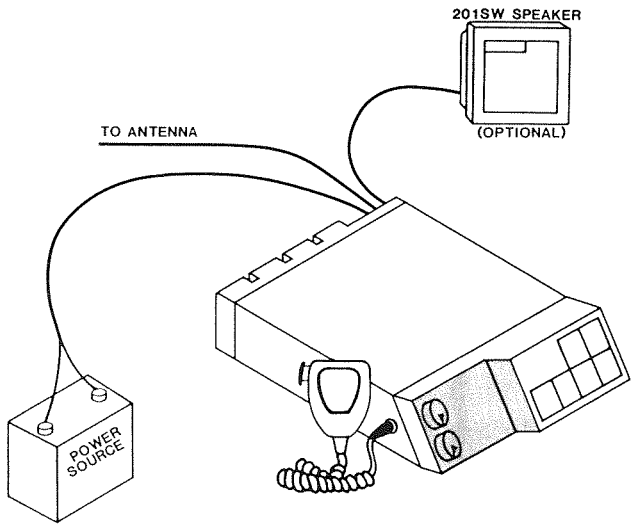

Figure 2. GX3000V Installation Interconnections
7. At the rear of the transceiver, connect the antenna cable to the antenna jack (see Figure 2).
8. Connect the red power cord to a suitable DC source (13.6 VDC $\pm$20%, 10 amp current). Connect the black power cord to negative ground. See Figure 2 for this step.